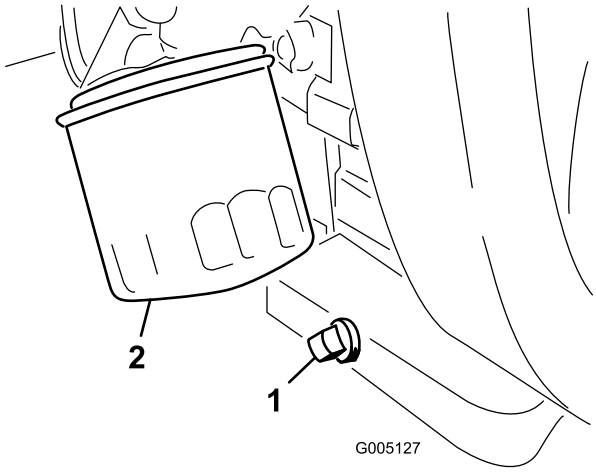

**Figur 42**
1. Ta bort avtappningspluggen (Figur 42) och låt oljan rinna ned i ett avtappningskärl. Sätt tillbaka avtappningspluggen när oljan har slutat rinna.
2. Avlägsna oljefiltret (Figur 42).